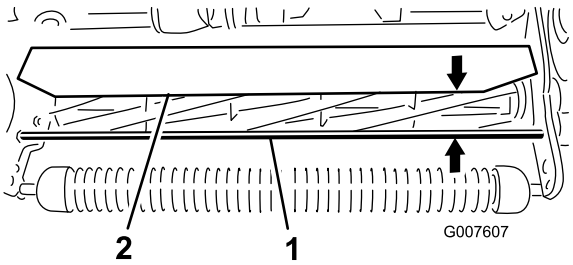

**Figur 55**
1. Mät avståndet från den övre delen av den främre stödstången till skyddets framkant vid varje ände av klippenheten (Figur 55).